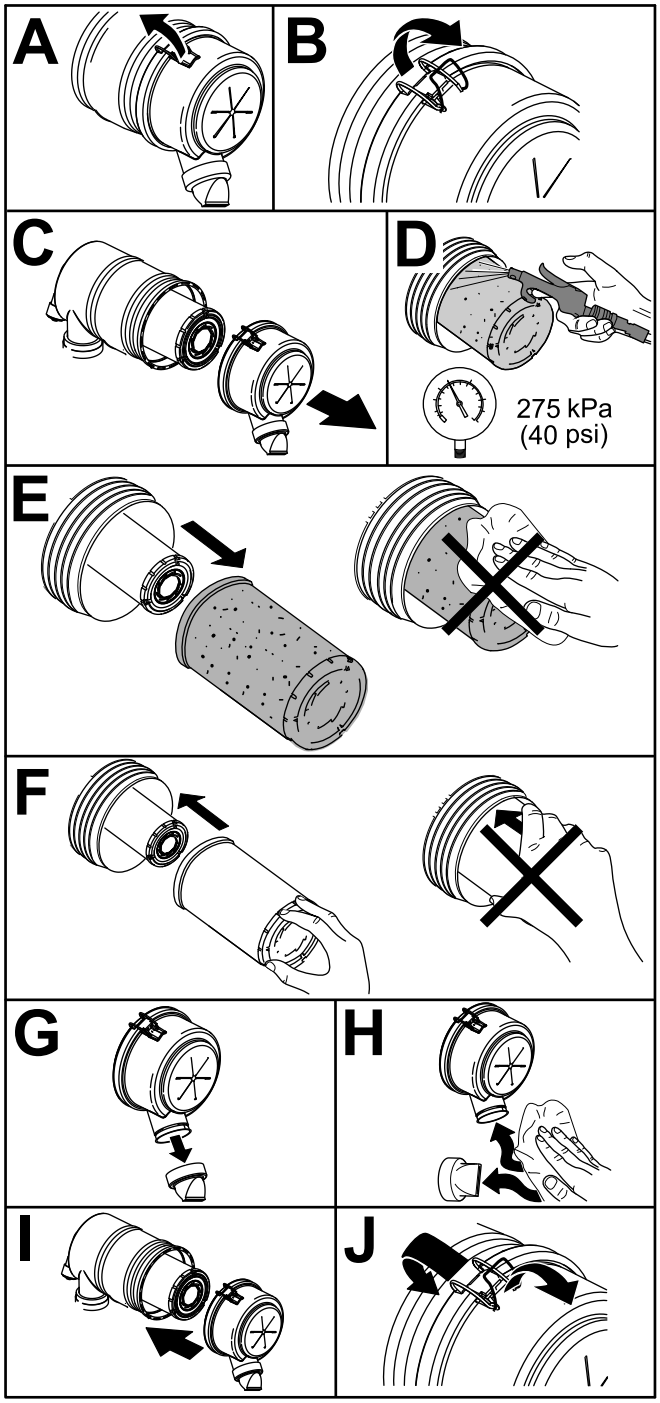

Figura 56
1. Sostituite l'elemento filtrante del filtro dell'aria (Figura 56).